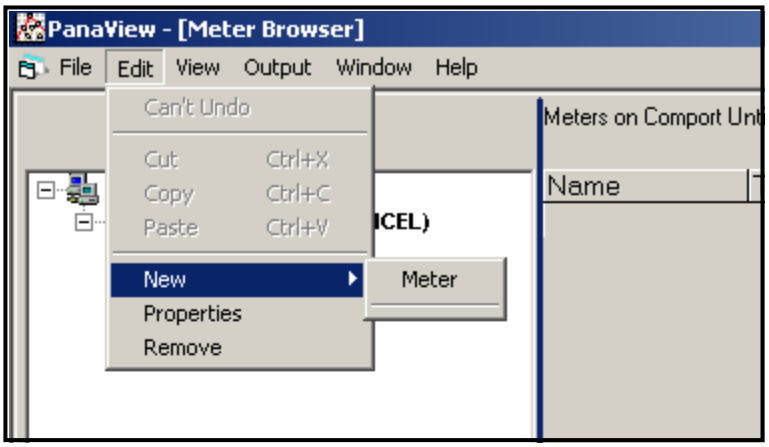

Figure 20: *"New"* Option in the *"Edit"* Menu
2. Click on the *"New"* option in the *"Edit"* menu (see *Figure 20*).